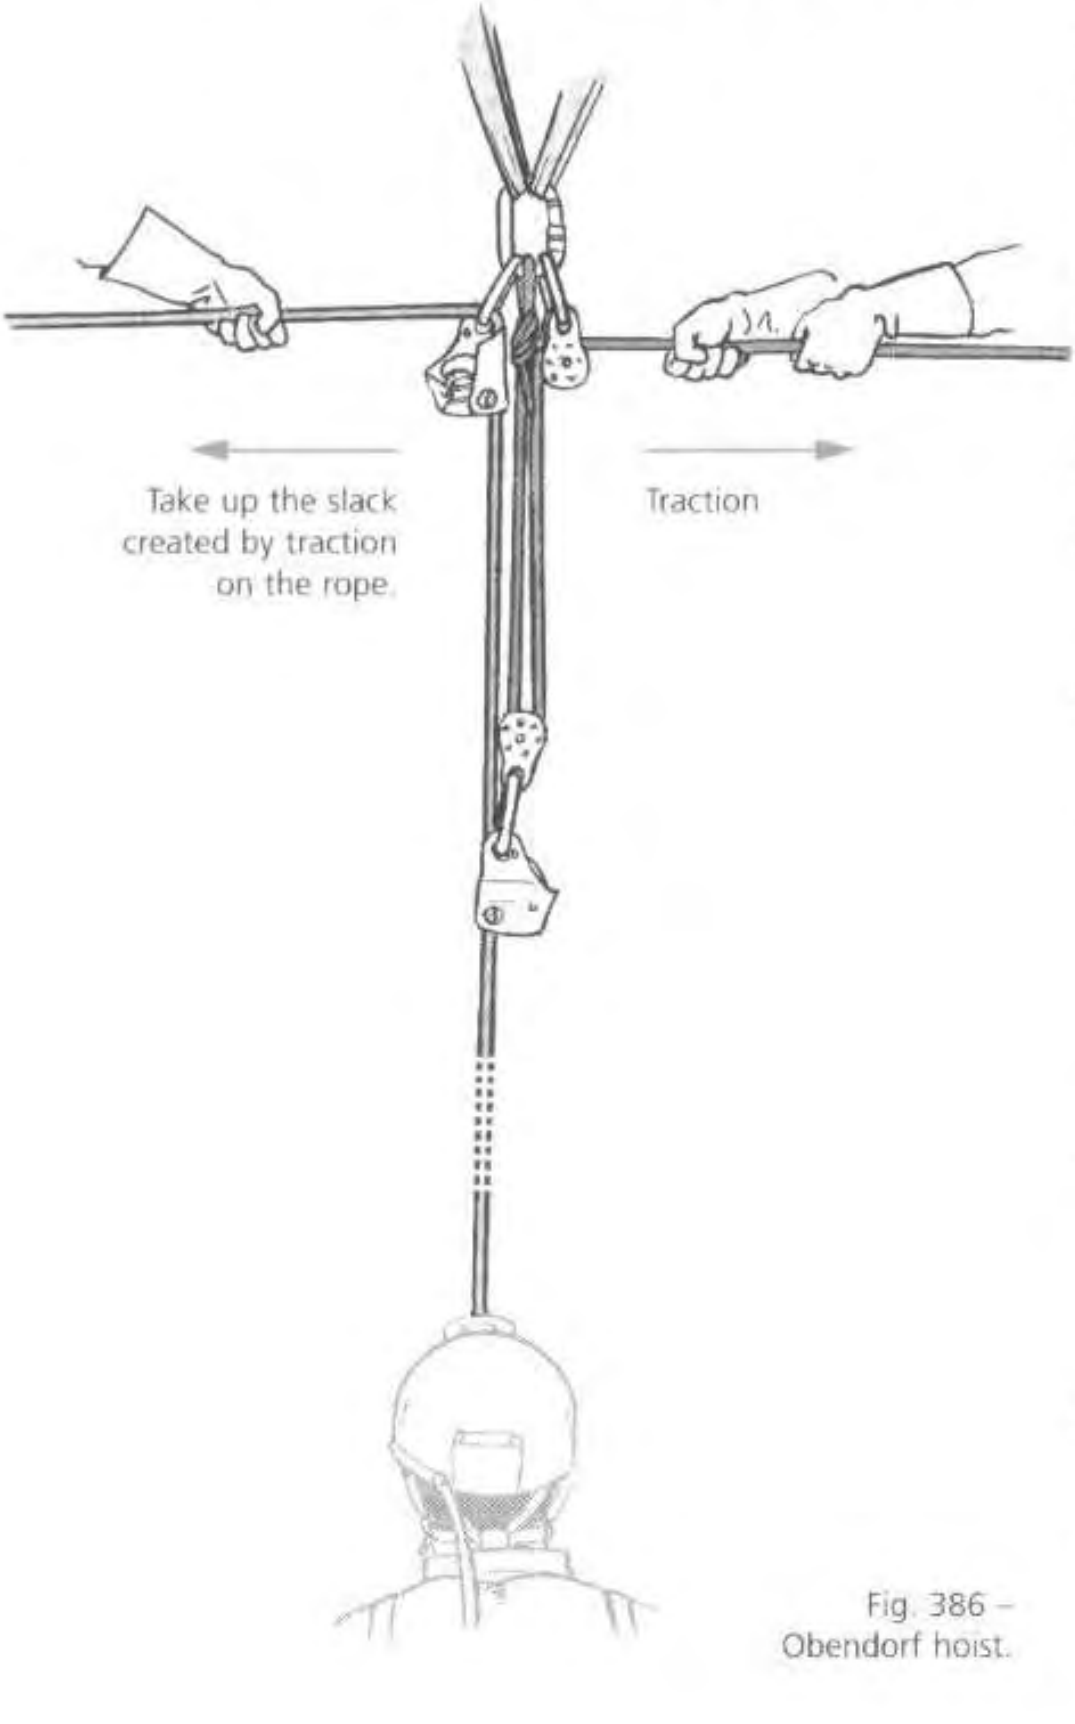

Fig. 386 – Obendorf hoist.
3. Pull on the auxiliary rope and take up the slack in the pit rope through the first ascender (fig. 386).